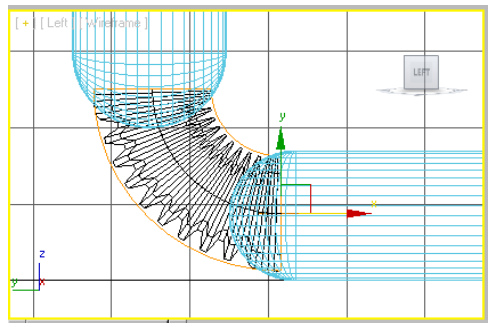

Figure 3-76 *Alignment of the spring support in the Left viewport*
3. Invoke the **Select and Move** tool and align the *spring support*, as shown in Figure 3-76.